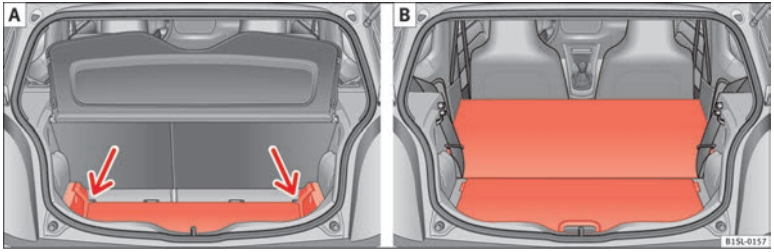

Fig. 70 C: extending the luggage compartment downwards D: extending the luggage compartment forwards.
- Raise the luggage compartment floor and push it downwards in the rail ⇒ Fig. 70 [C] (arrows)